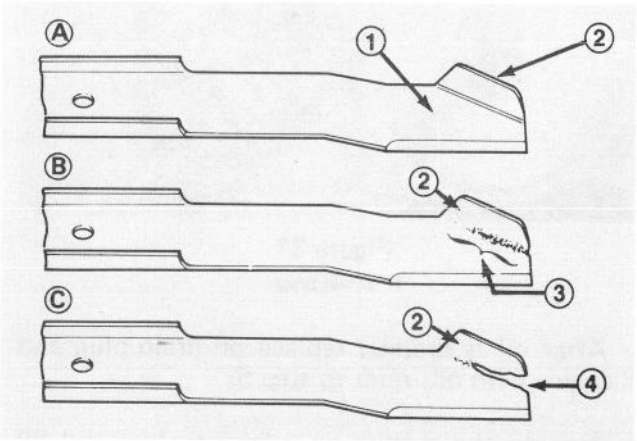

Figure 33
4. Examine cutting ends of the blade carefully, especially where the flat and curved parts of the blade meet (Fig. 33, A). Since sand and abrasive material can wear away the metal that connects the flat and curved parts of the blade, check the blade before using the mower. If any wear is noticed (Fig. 33, B), replace the blade: refer to Sharpening or Replacing Cutter Blade, page 16.
If the blade is allowed to wear, a slot will form between the sail and flat part of the blade (Fig. 33, C). Eventually, a piece of the blade may break off and be thrown from under the housing, possibly resulting in serious injury to yourself or bystander.